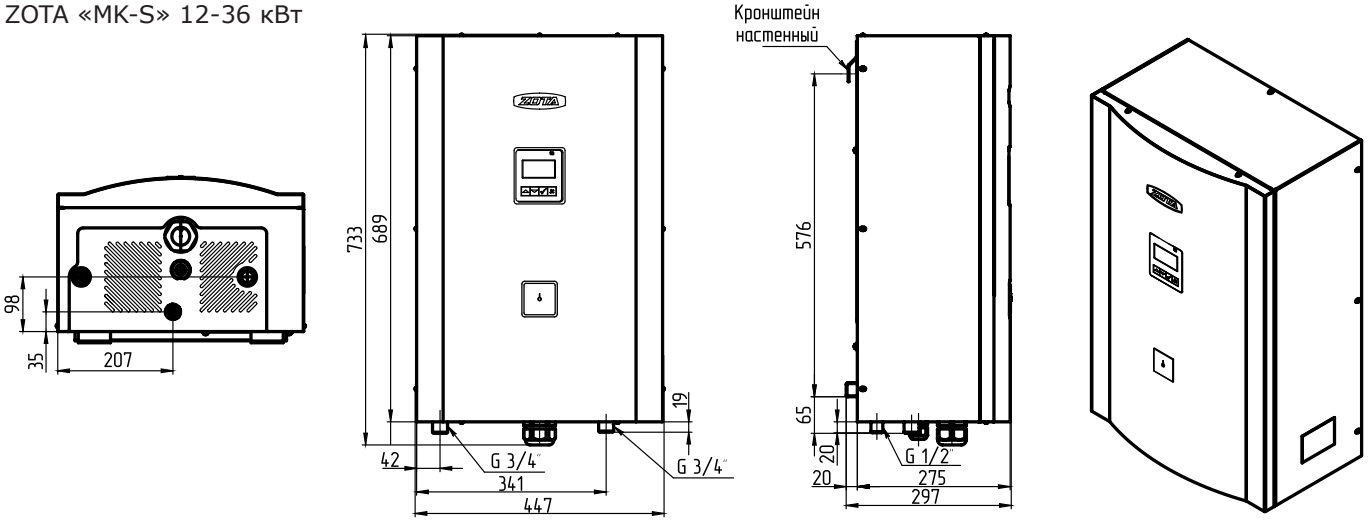

Рис.6 Габаритные и присоединительные размеры котлов
• Подсоединить котел к системе отопления. Габаритные и присоединительные размеры котлов указаны на Рис.6.